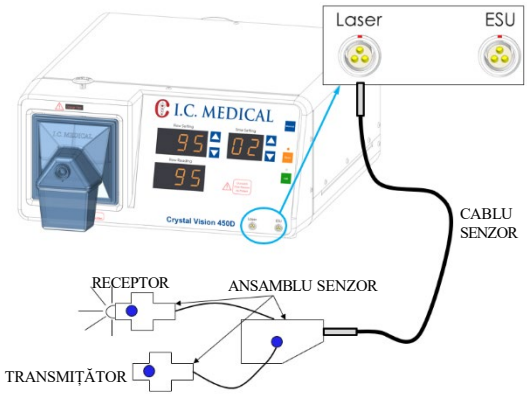

Figura 6: Instalarea senzorului laser
1. Conectați cablul senzorului (Figura 6) la conectorul LASER pe CRYSTAL VISION® și la caseta de conectare a senzorului.